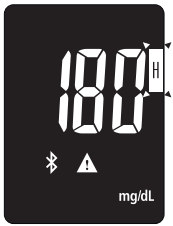
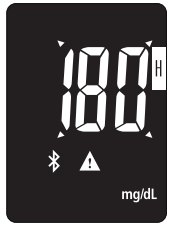

Rys. 23
Rys. 24
1. Wciśnij i przytrzymaj przycisk ▲, aby przejść do ustawienia alarmu górnego progu (hiperglikemii). Wciskaj przycisk ▲ aż do momentu możliwości ustawienia alarmu górnego progu (Rys. 23). Zatwierdź przyciskiem ⏻. Aby zmienić wartość ustawienia alarmu hiperglikemii, użyj przycisków ▲ i ▼, aż dojdziesz do ustawienia pożądanej wartości, a następnie wciśnij przycisk ⏻, aby potwierdzić swój wybór (Rys. 24). (Zakres alarmu hiperglikemii 100-240 mg/dL / 5.6-13.3 mmol/L, ustawienie fabryczne 180 mg/dL / 10 mmol/L.).